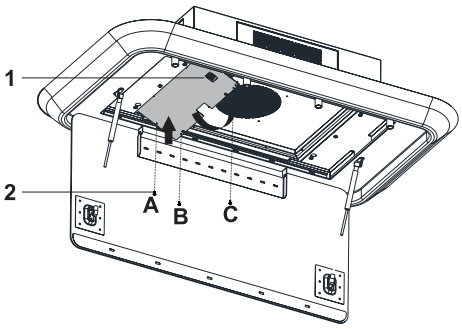

Abb. 15
5. Elektronikboxdeckel-Montage an den Punkten A,B,C durchführen.(Abb. 15).